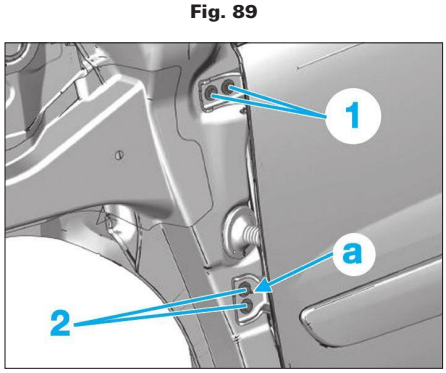

**Fig. 90**
• Desserrer les vis (1) et (2) **(Fig.90)**.